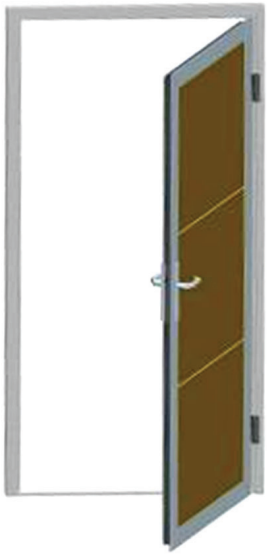

Рисунок 1
**4.1** Калитка представляет собой конструкцию, состоящую из коробки и полотна (рисунок 1).